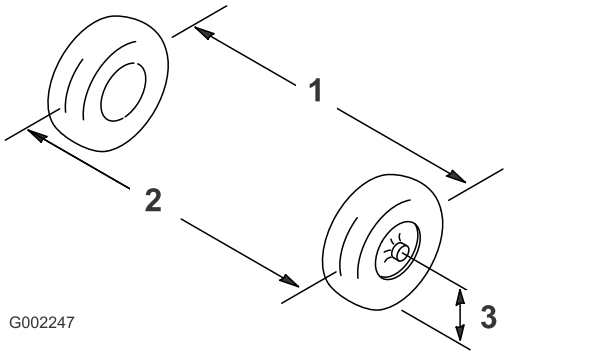

Figura 101
2. Meça a distância entre os pneus dianteiros à altura do eixo na zona dianteira e traseira dos pneus dianteiros (Figura 101).